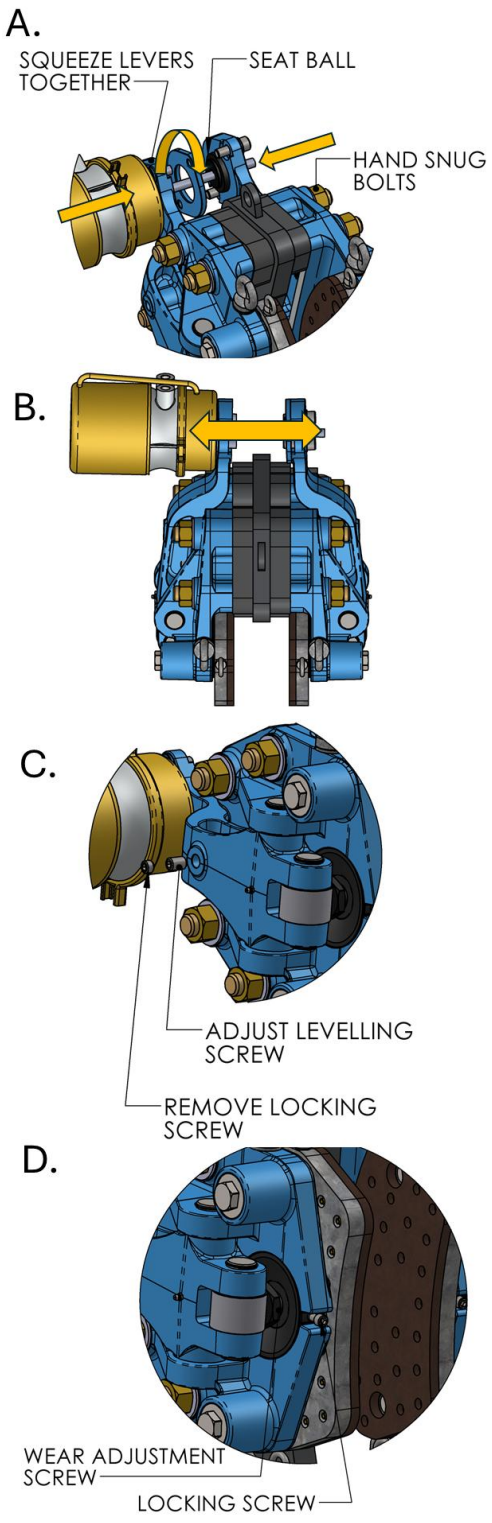

Figure 6: Caliper installation, setting posture for installing over disc.
2. Slide the rod ball retainer onto the push rod of the actuator on the opposing caliper half, keeping the rod ball retainer orientation the same as shown in Figure 6 A.
3. Screw the rod ball and adjustment collar onto the actuator push rod as shown in Figure 6 A. Screw it down until it is close to the actuator as shown in Figure 6 B.
5. Place the caliper half with the actuator onto the frame as shown in Figure 6 A.
6. Place the second caliper half that receives the rod ball onto frame ensuring the actuator push rod is inserted through the lever eye on the opposing caliper half as shown in Figure 6 B.